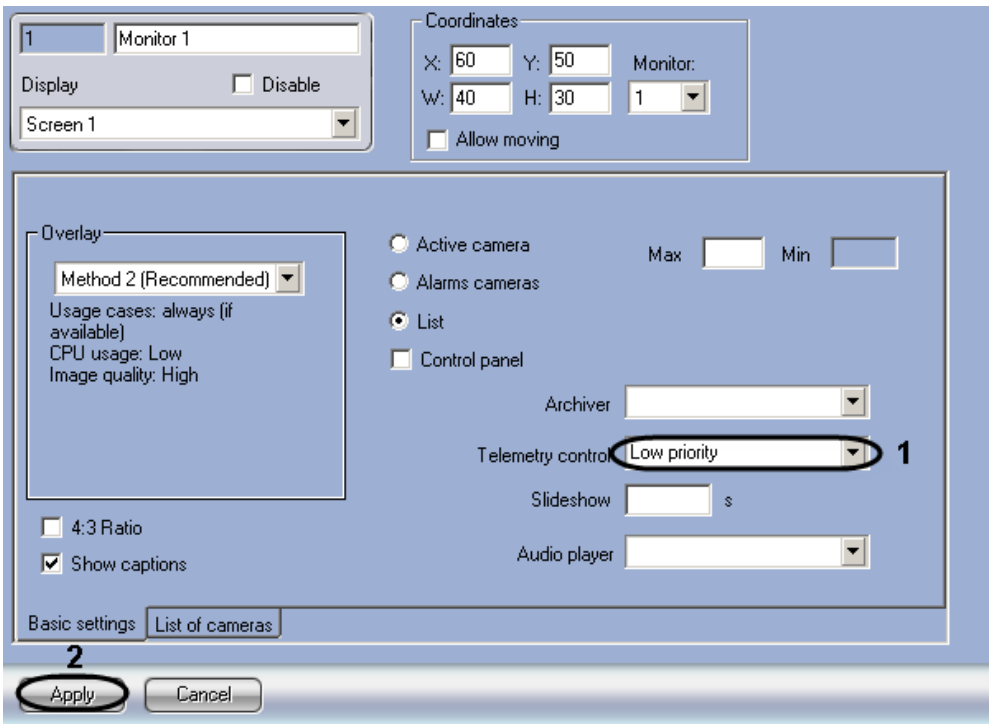

Figure 8.4-47 Setting the Telemetry control priority using the “Monitor” object
1. Go to the settings panel for the “Monitor” interface object (Figure 8.4-47).
2. Select the required Telemetry control in the "Telemetry control” drop-down list in the “Basic settings” tab (Figure 8.4-47, 1).
3. To save all the changes, click the “Apply” button (Figure 8.4-47, 2).